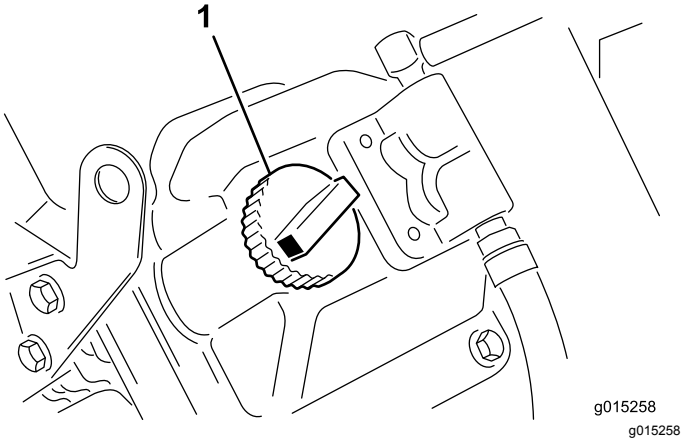

Figur 9
5. Hvis oliestanden er under "Full"-mærket, skal du fjerne påfyldningsrørets dæksel og fylde olie på, indtil niveauet når "Full"-mærket på målepinden (Figur 9).